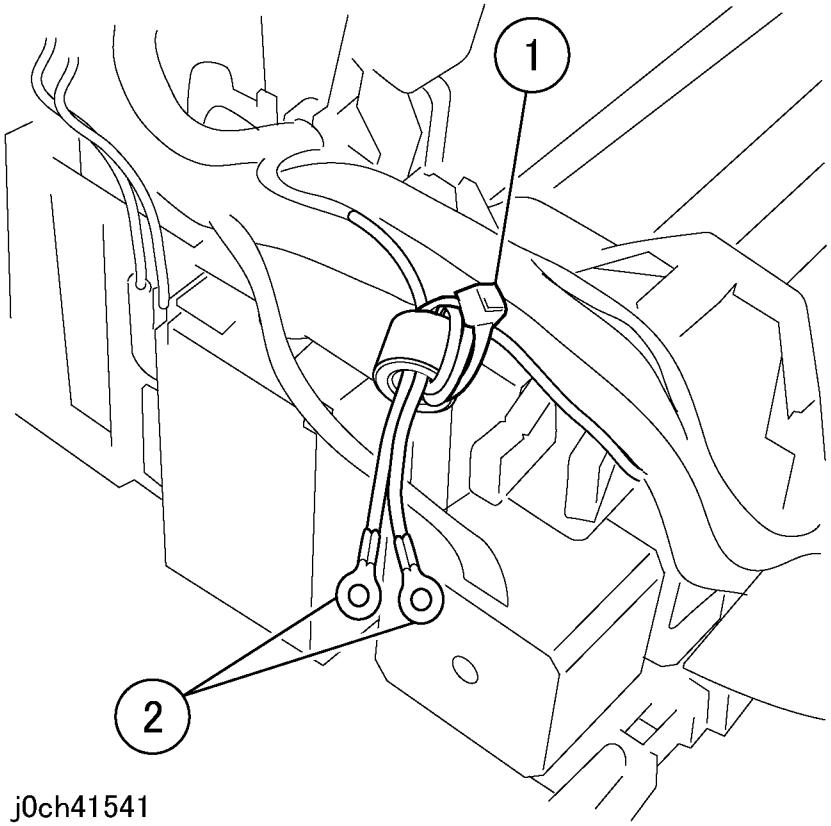

Рисунок 5 Снятие проводов заземления (j0ch41541)
7. Обрежьте кабельные стяжки (рисунок 5).